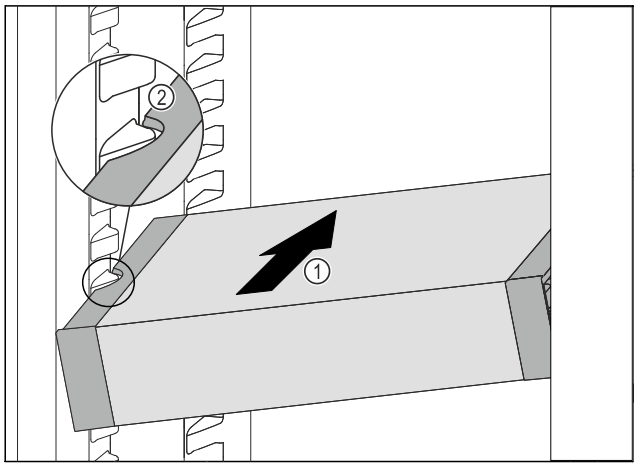

Fig. 119
▶ Insert the VarioSafe into the fridge section at an angle *Fig. 119 (1)* until the recesses in the side *Fig. 119 (2)* of the VarioSafe are at the level of the support rib in the fridge section.